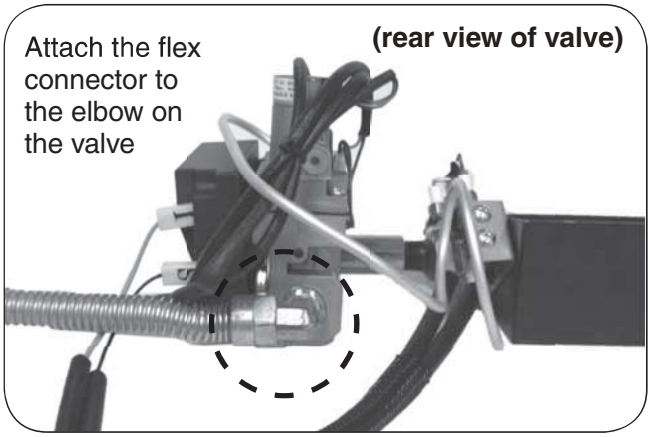
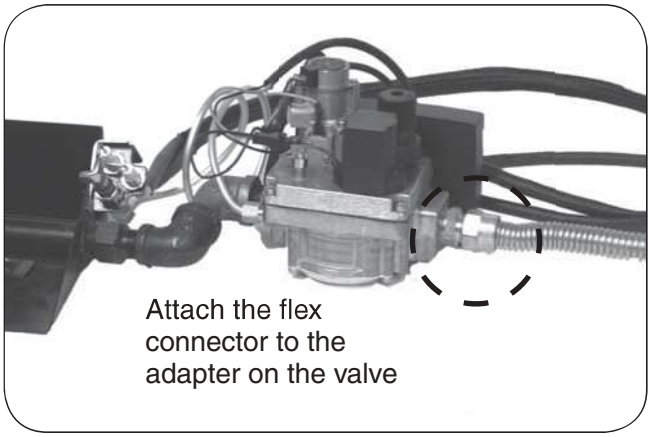

Fig. 9-1 2V models: Attach flex to valve
Fig. 9-2 3V models: Attach flex to valve
3. Attach the flex connector to the elbow/adapter on the control valve (see Fig. 9-1 or Fig. 9-2). Use Teflon tape or pipe compound. Tighten securely. (Discard the smaller connector adapter from the connector kit, as this is not needed.)